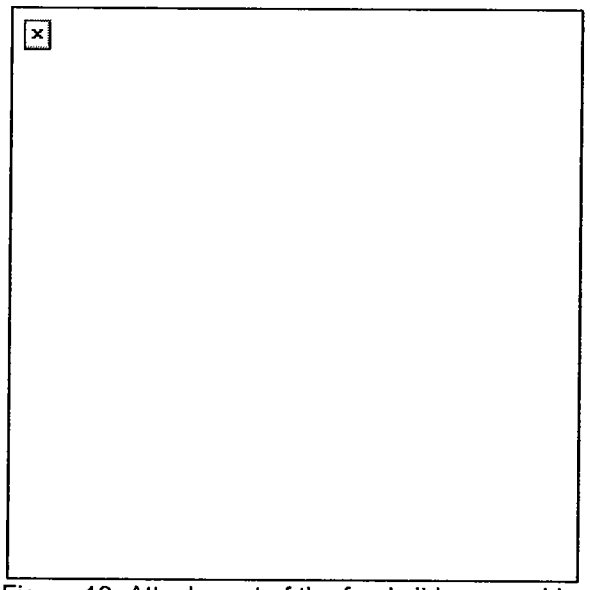

Figure 19. Attachment of the feed slide assembly.
(1) Position the alignment guide assembly so that the pin is lined up with the slot in the feeder wall.
(2) Hold the alignment guide against the front wall and slide the alignment guide into the receiver until it clicks.
e. Attach the feed tray and feed slide assembly (Figure 19).